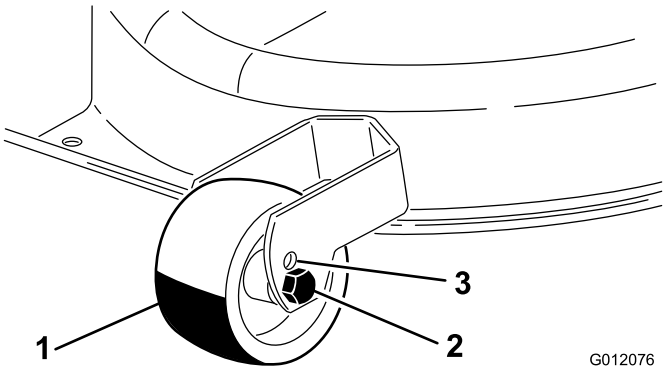

Figur 10
- Hvis bruker klippehøydeinnstilling 1 eller 2, må du flytte justeringshjulene til det øvre (høyeste) hullet i hjulbrakettene (Figur 10).
- Hvis bruker klippehøydeinnstilling 3 eller 7, må du flytte justeringshjulene til de nedre (laveste) hullene i hjulbrakettene (Figur 10).